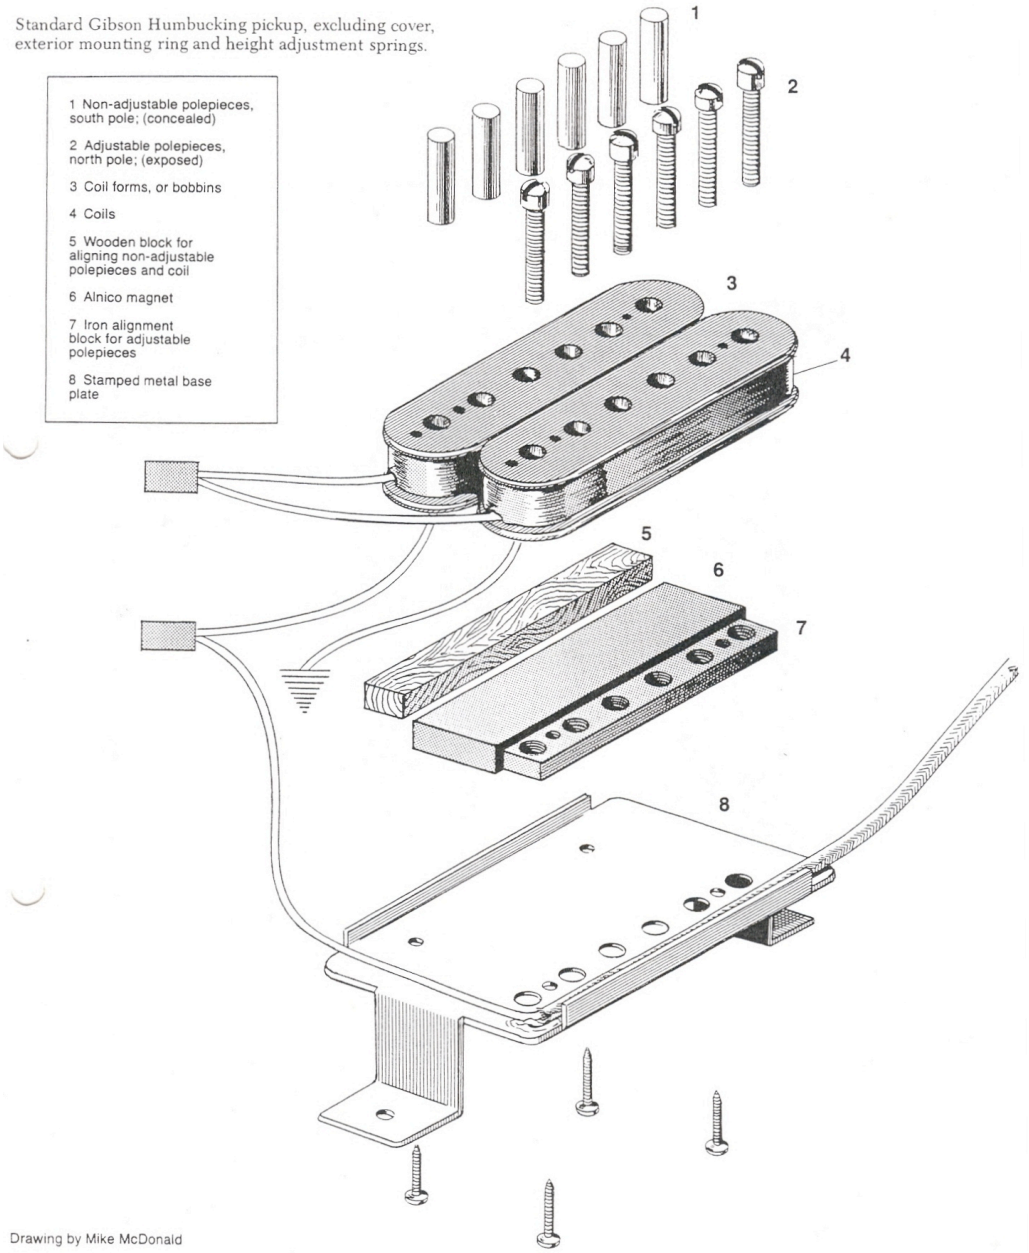
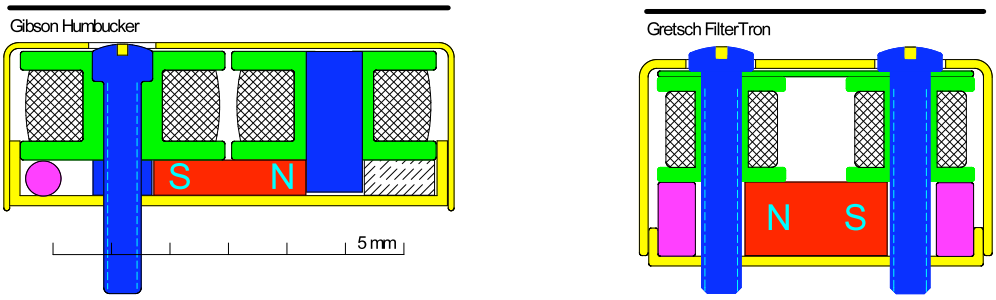

Fig. 5.2.1: Gibson-Humbucker [drawing: Mike McDonald].
Fig. 5.2.2: Cross section of Humbucker. Gibson Type 490 (left), Gretsch FilterTron (right).
Fig. 5.2.1 shows the construction of a Gibson-Humbucker. Mounted on a base-plate (8) we find a wooden strip (5) serving as spacer, an alnico bar-magnet (6), and a metal block (7) with multiple bores. Placed above this are the two bobbins (3) with their coil windings, fixed with two screws. One of the bobbins carries 6 cylindrical metal pins (1) which are often called slugs, the other 6 metal screws (2). The cross-section shown in **Fig. 5.2.2** describes the magnetic flux: the bar-shaped permanent magnet is polarized horizontally and causes a circular flux flowing – from the north pole – through the pin (slug) and returning through string, screw and metal block to the south pole. Only a small part of the overall magnetic flux runs through the string while most of it circles back through air as flux leakage. In Gibson's patent publication two similar coils with pins are shown. The production version included the two different coils, with the second one carrying the screws for adjusting the volume of individual strings. The FilterTron pickup installed in Gretsch guitars uses a similar construction principle. With its two rows of screws it achieves full mirror symmetry and thus a better hum suppression. Both humbuckers shown in Fig. 5.2.2 are sealed with a metal cover.